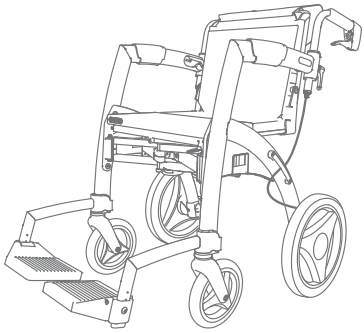

Abbildung 40: Rollstuhl einsatzbereit.
f. Der Rollstuhl ist nun einsatzbereit **(Abbildung 40)**.
a. Verwandeln Sie den Rollz Motion in einen Rollstuhl **(Abbildung 40)** und stellen Sie sicher, dass die Fußstützen aus der Rollstuhltasche entfernt wurden.